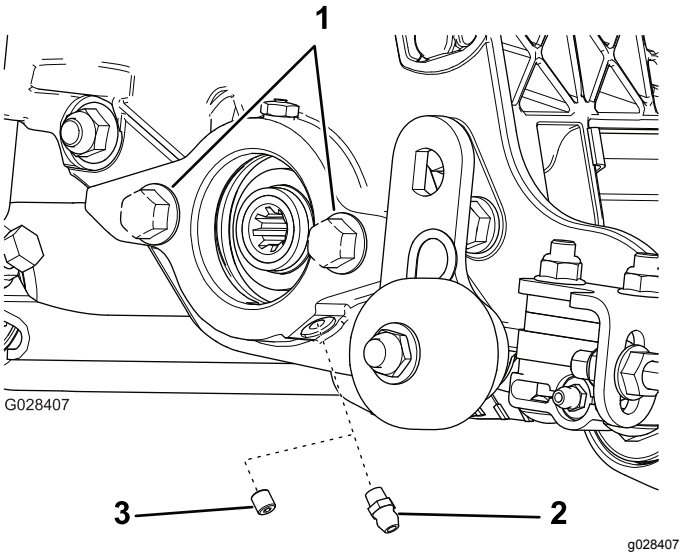

Figure 5
1. Retirez et mettez au rebut la vis de fixation sur la plaque latérale du moteur de cylindre (Figure 5).
2. Montez les graisseurs droits (Figure 5).
4. S'il n'y a pas de boulons sur la plaque latérale du moteur de cylindre, mettez-les en place (Figure 5).